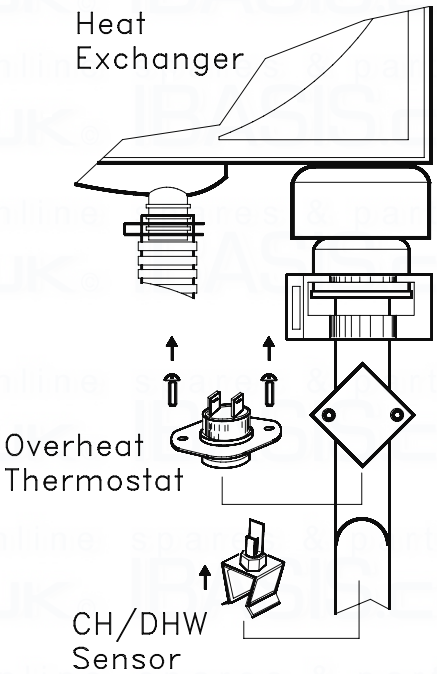

Fig.44
8.18 TO REMOVE/REPLACE THE CENTRAL HEATING AND/OR DOMESTIC HOT WATER THERMISTOR (Fig.44).
8.19 TO REMOVE/REPLACE OVERHEAT THERMOSTAT (Fig.44).